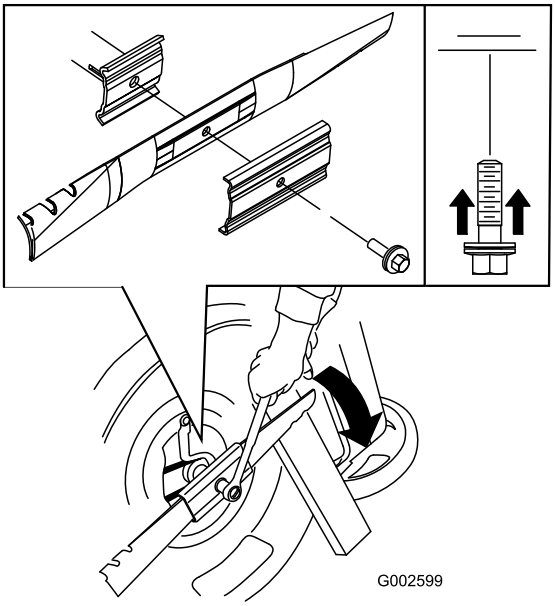

Figur 38
3. Bruk en treblokk til å holde kniven fast (Figur 38).
4. Fjern kniven, behold alle monteringsdeler (Figur 38).
5. Monter den nye kniven og alle monteringsdeler (Figur 38).